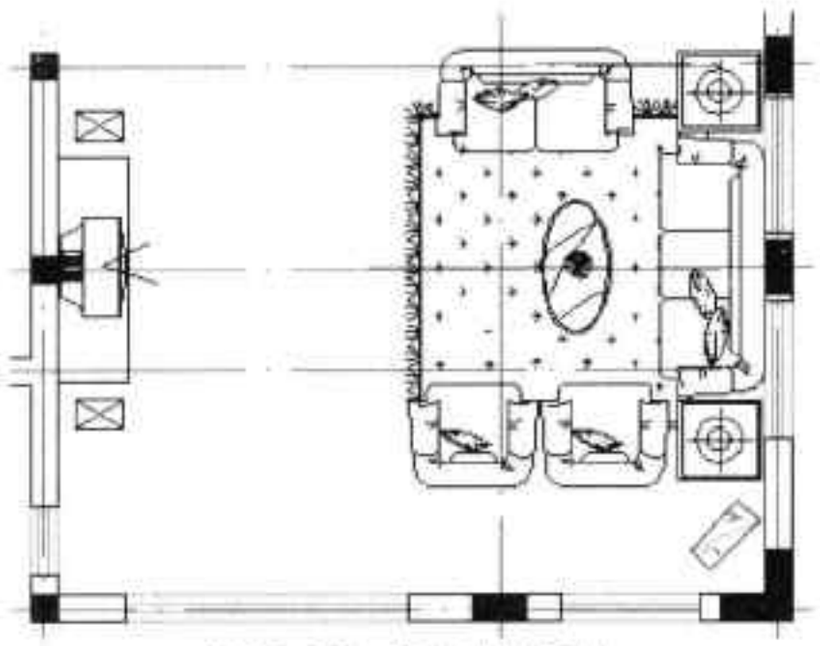

图18-76 插入空调图块
Step07 使用 AutoCAD 图块插入命令，将空调图块插入至平面图合适位置，如图 18-76 所示。